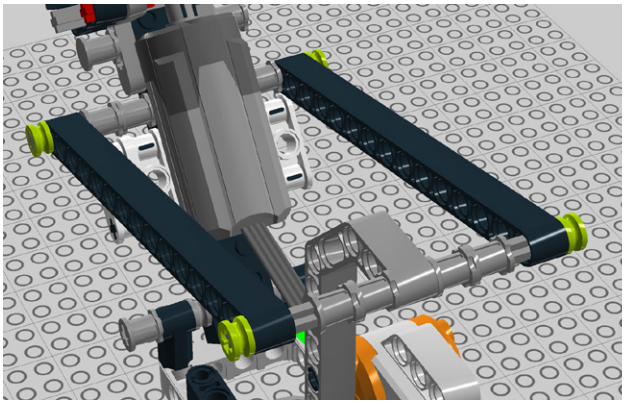

Figure 7-104. *Step 97: Securing the beams*
97. Secure the beams with four half-bushes as shown in Figure 7-104.